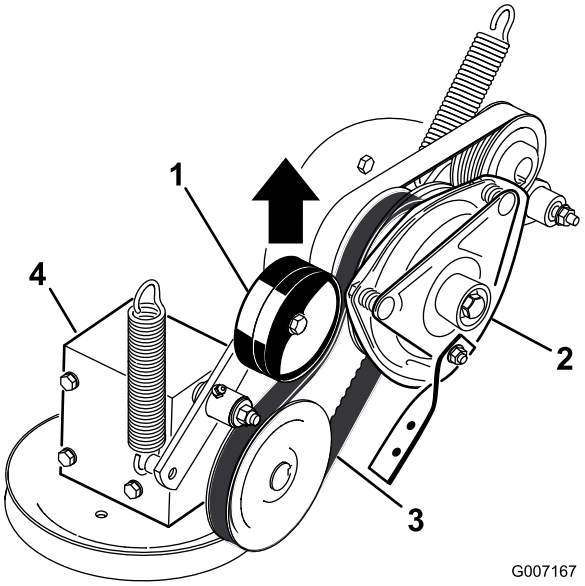

Figur 61
4. Trekk den fjærbelastede lederullen for kraftuttakets drivrem opp og fjern remmen fra clutchremskiven (Figur 61).
16. Trekk den fjærbelastede lederullen for kraftuttakets drivrem opp og monter den på clutchremskiven (Figur 61).